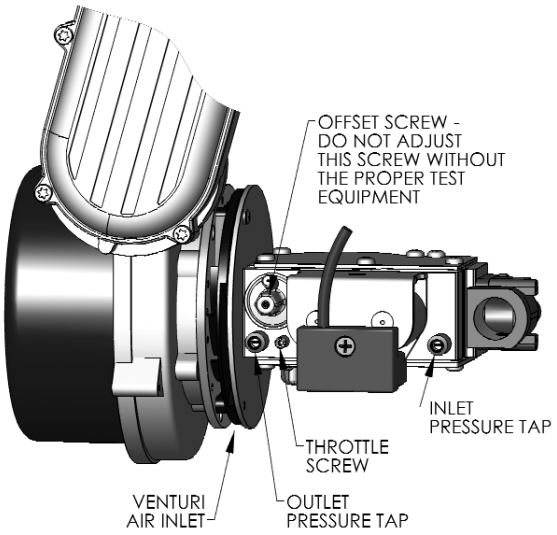

Figure 5.2: Gas Valve/Venturi
2. Table 5.3 shows the maximum and minimum fuel gas supply pressure to be measured at the gas valve inlet pressure tap. See figure 5.2.
c. Using a flat screwdriver, turn the screw inside the inlet tap fitting (see Figure 5.2) one turn counter clockwise.
1. Figure 5.2 is an illustration of the gas valve/venturi assembly for the *PureFire*® boiler.
a. Adjustments should not be made to the gas valve without instrumentation to measure carbon dioxide (CO_2) and carbon monoxide (CO) emissions in the vent pipe.